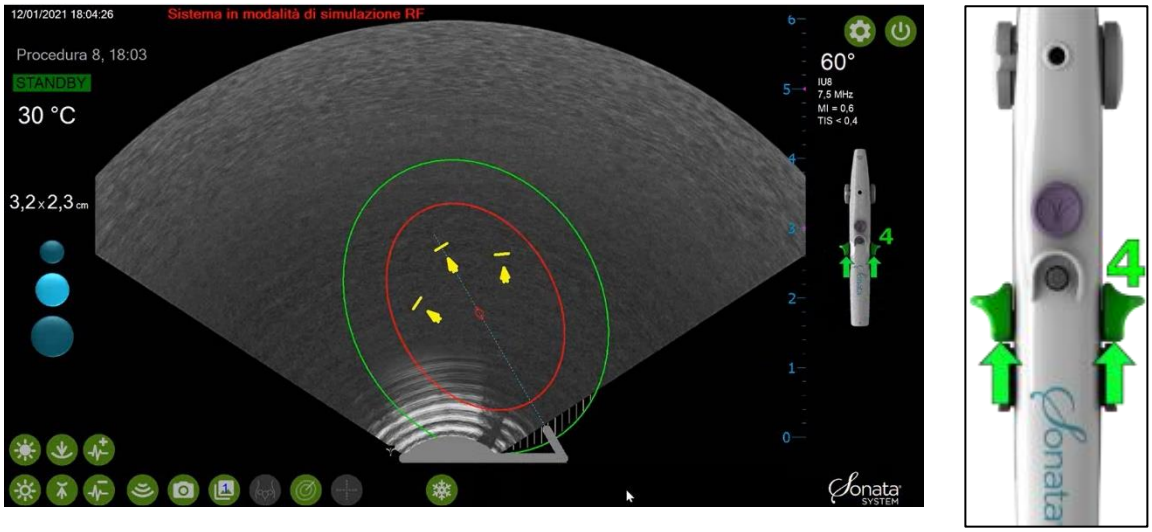

Figura 4-23. Estensione degli elettrodi ad ago mediante avanzamento dei relativi dispositivi di scorrimento
- Osservando l'immagine dal vivo, spingere i dispositivi di scorrimento degli elettrodi ad ago lentamente in avanti per estendere gli elettrodi verso le linee del piano corrispondente (vedere la Figura 4-23).